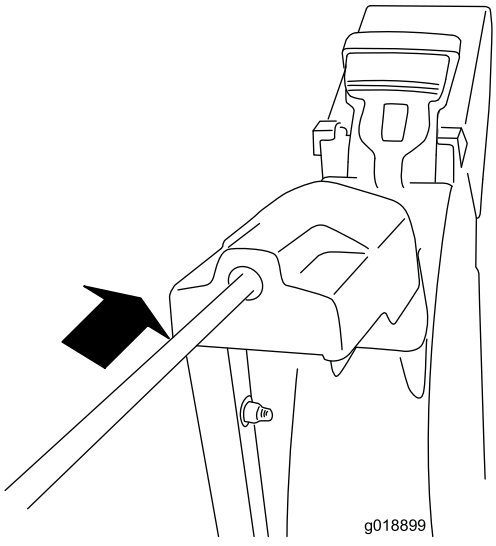

Figur 10
2. Sett inn den fremre enden av staget i åpningen bak på sjaktens girdeksel inntil det sklir inn i sjaktgiret (Figur 10).